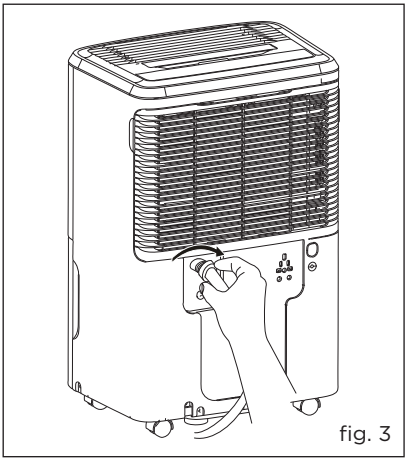

fig. 3
d. Atornille la manguera de jardín en la pate roscada del conector de drenaje. (fig.3)